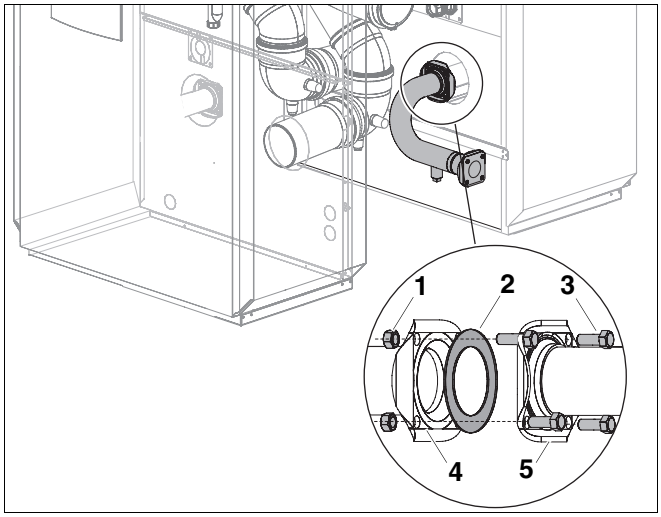

Fig. 8 Montaggio del collegamento di ritorno sulla prima caldaia
- Disporre la guarnizione (fig. 8, **pos. 2**) sull'attacco di ritorno della caldaia.
- Avvitare a fondo manualmente la flangia del tubo di ritorno (fig. 8, **pos. 5**) sulla flangia del ritorno (fig. 8, **pos. 4**) della caldaia servendosi di quattro viti (fig. 8, **pos. 3**) e dadi (fig. 8, **pos. 1**).